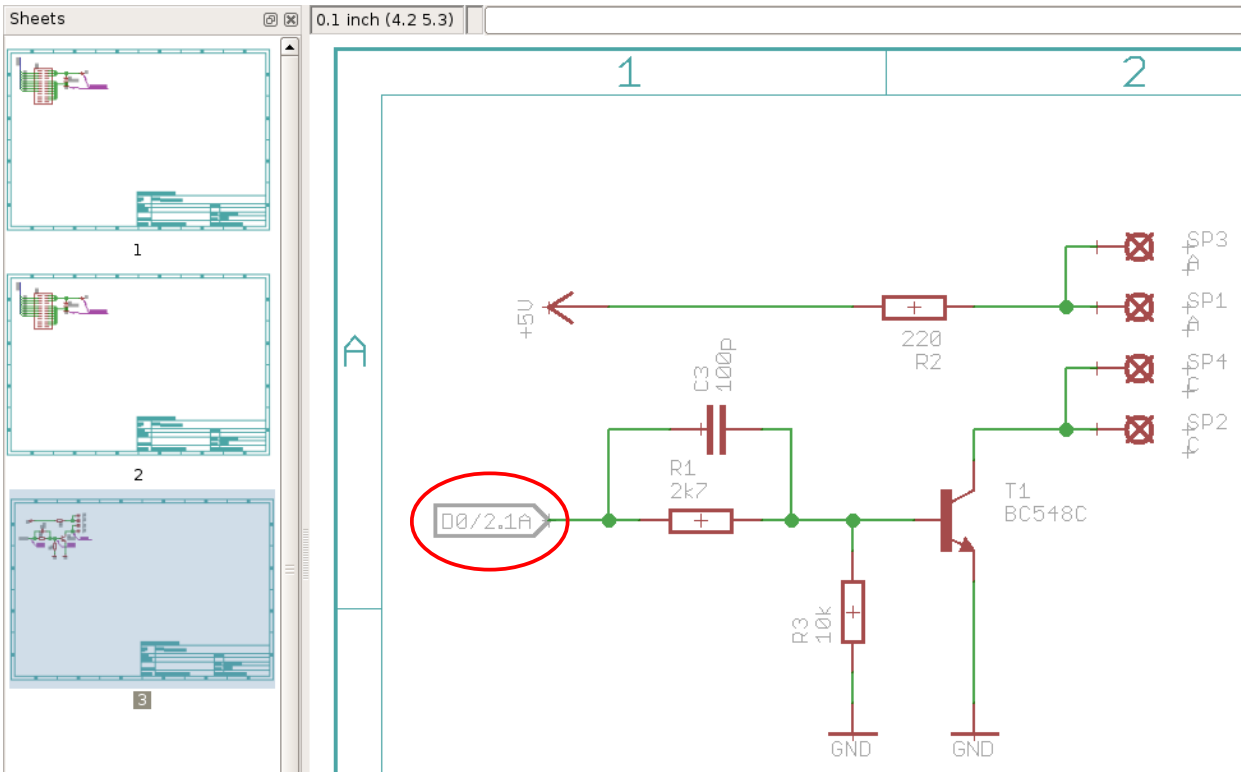

Figure 23: first LED driver imported
5) Upon click on OK the schematic of the main module gets extended by a third sheet holding the first “single_LED_driver” (Figure 23).
6) Place an off-page label on the input of the LED driver (**red circle** in Figure 23).